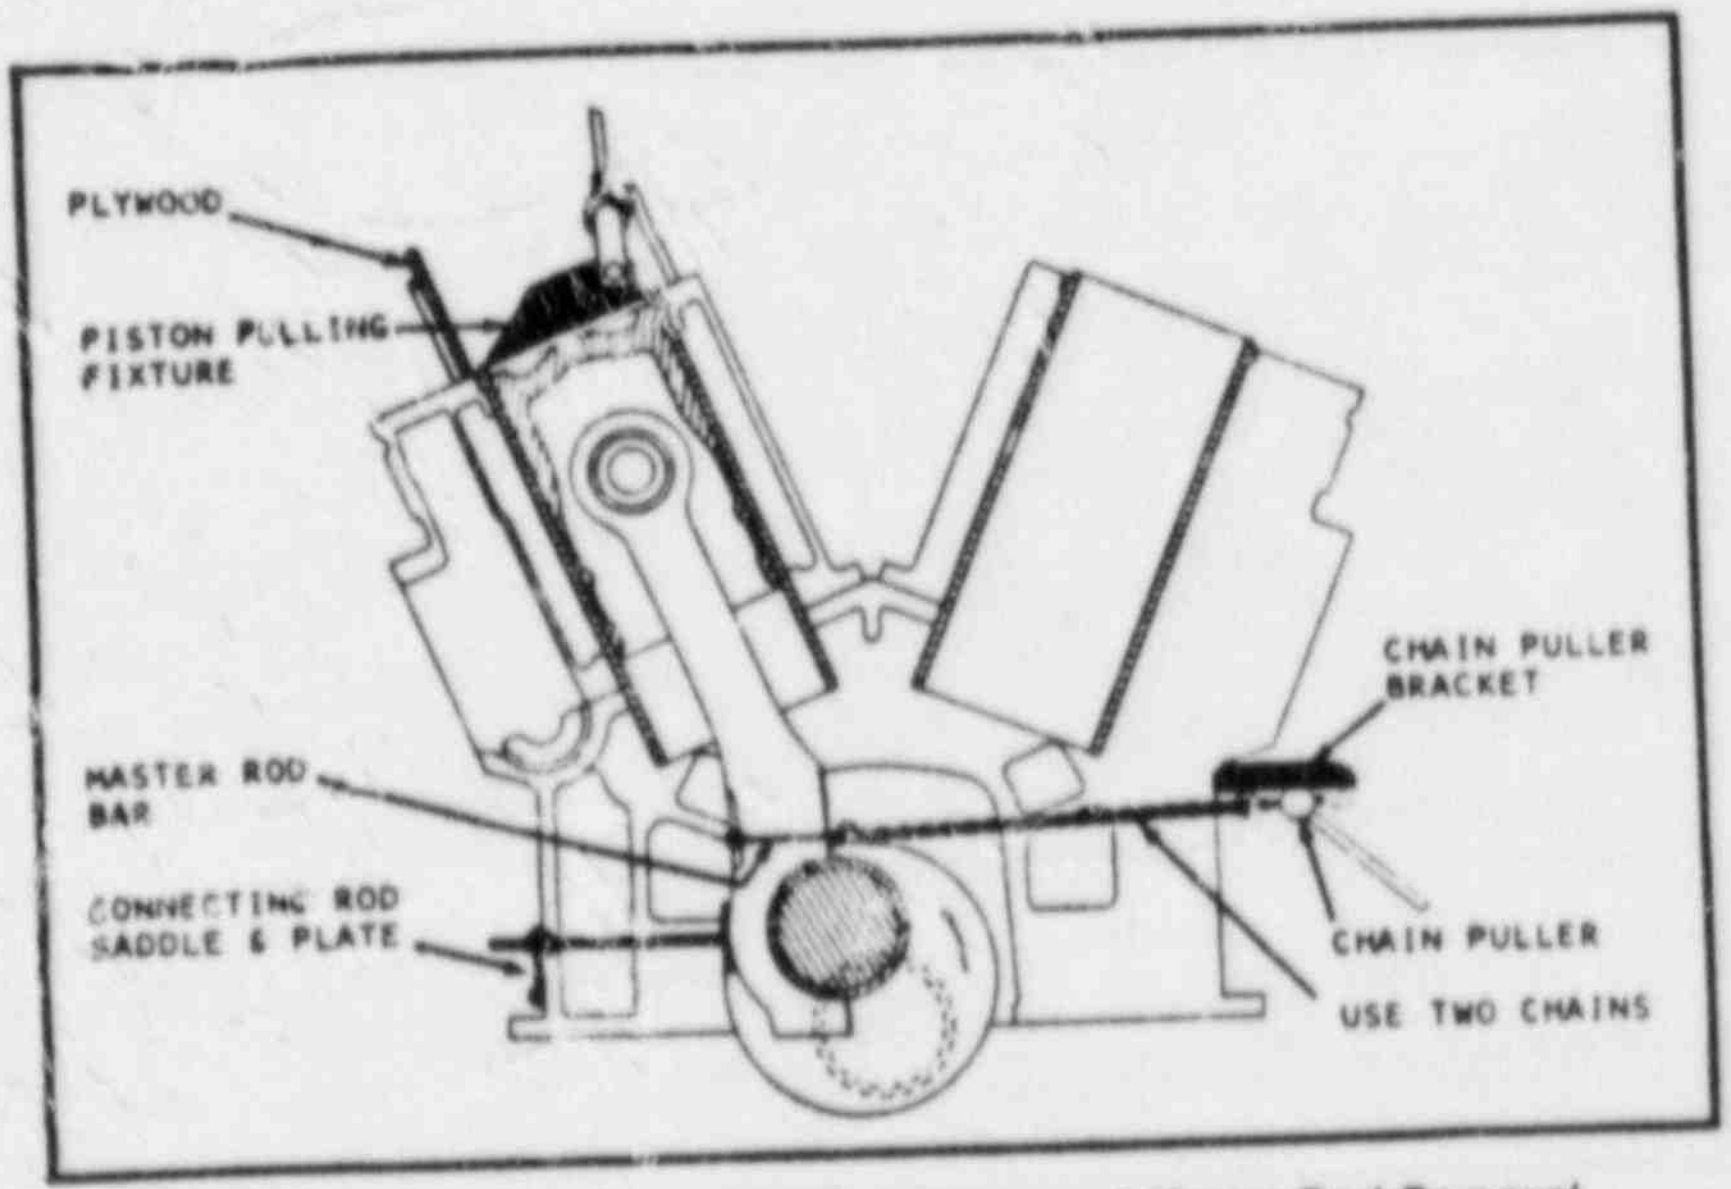

Figure 6-C-5. Tools Installed For Piston and Master Rod Removal
g. Remove connecting rod bolts and rod-to-box bolts (see figure 6-C-1) then slack off on chain puller, allowing link rod box to swing clear of crankpin.